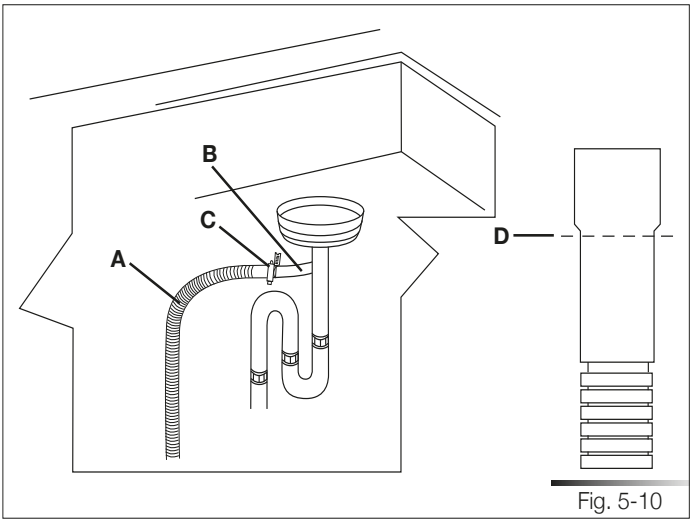

Fig. 5-10
1. Connect the dishwasher drain hose (ref. A fig. 5-10) to the "T" union (ref. B fig. 5-10) of the drain circuit using a 38 to 50 mm (1-1/2 to 2") screw clamp* (ref. C fig. 5-10); if necessary, cut the end of the dishwasher drain hose (ref. D fig. 5-10) (do not cut the corrugated section).